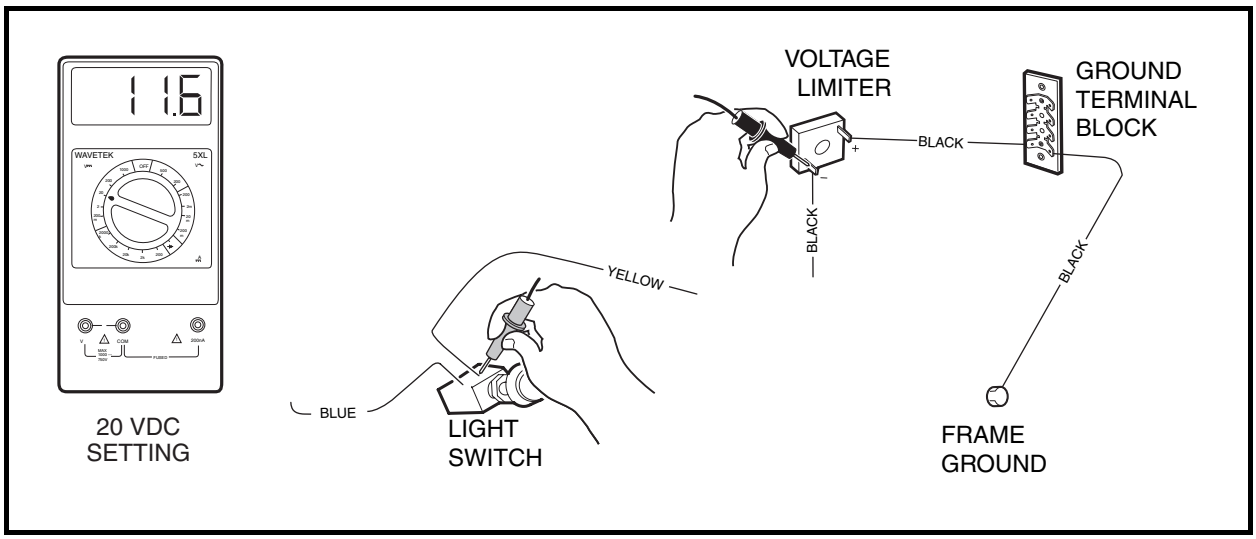

Figure 11-51 Voltage Limiter Circuit Test
3. Using a multimeter set on 20 volts DC, connect the red (+) probe to the light switch terminal with the yellow wire **(Figure 11-51, Page 11-48)**.
4. Loosen the black wire connector (on the end of the long black wire) at the voltage limiter assembly just enough to maintain the connection and yet expose part of the metal terminal in the connector. Place black (–) probe on the connector **(Figure 11-51, Page 11-48)**. **See following CAUTION.**